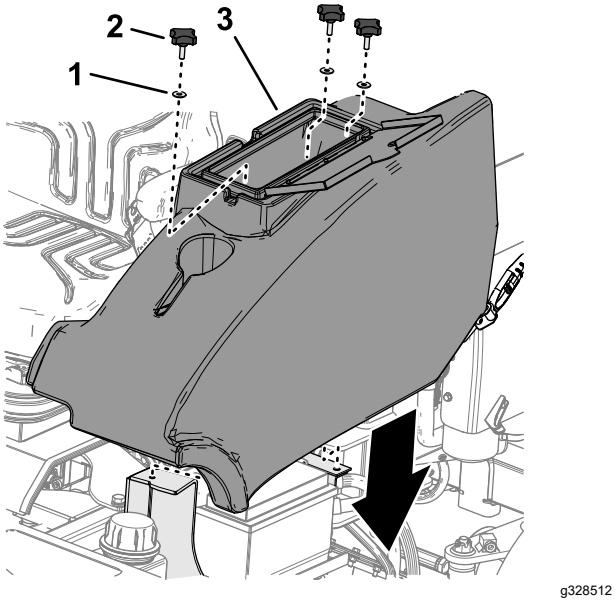

Figuur 48
2. Monteer het opslagcompartiment met de 3 knoppen en 3 ringen aan de machine (Figuur 48).